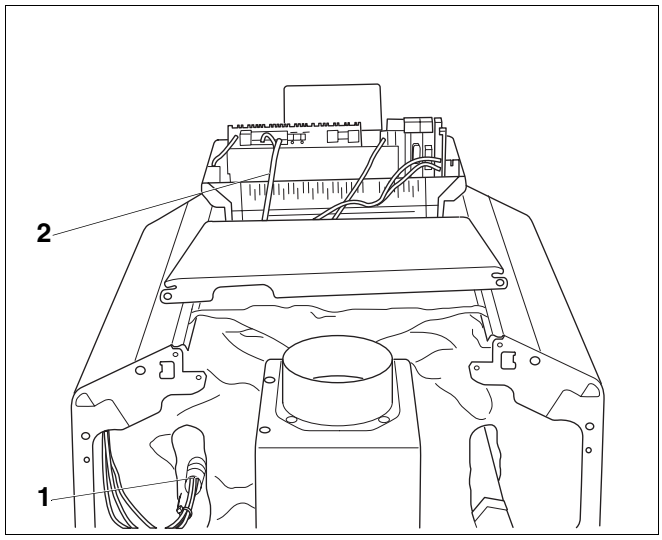

Rys. 14 Wprowadzenie kabla i punkt pomiarowy
- Poprowadzić rurki kapilarne czujnika temperatury oraz przewód czujnika temperatury wody w kotle pod przednią pokrywą kotła do tyłu do punktu pomiarowego (rys. 14, **poz. 1**). Rurki i przewód rozwinąć przy tym tylko na potrzebną długość.
- Poprowadzić przewód palnika (rys. 14, **poz. 2**) pod przednią pokrywą kotła do tyłu do ścianki z przyłączami sterownika.